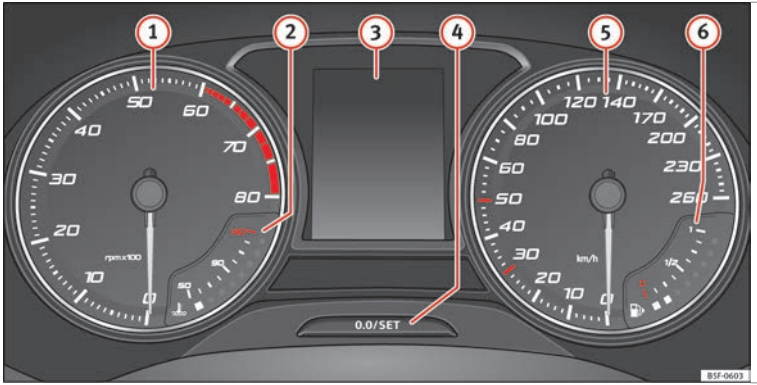

Fig. 117 Instrument panel, on dash panel
Details of the instruments ››› **Fig. 117**:
The rev counter indicates the number of engine revolutions per minute ››› Fig. 117 ①.
Never allow the rev counter needle ① ››› Fig. 117 to go into the red zone on the scale for more than a very brief period, otherwise there is a risk of engine damage.
A variety of information can be viewed on the instrument panel display ››› Fig. 117 ③, depending on the vehicle equipment:
- Briefly press the button ››› Fig. 117 4 to reset the trip recorder to 0.
- To set the time, keep the button ››› Fig. 117 4 pressed for more than 3 seconds to select the hour or minute display.
Hold the button ››› Fig. 117 (4) down for more than 15 seconds to display the identifying letters of the vehicle engine (MKB). To do this, the ignition must be switched on and the engine switched off.
The coolant temperature gauge (2) ››› Fig. 117 only works when the ignition is switched on. In order to avoid engine damage, please read the following notes for the different temperature ranges.